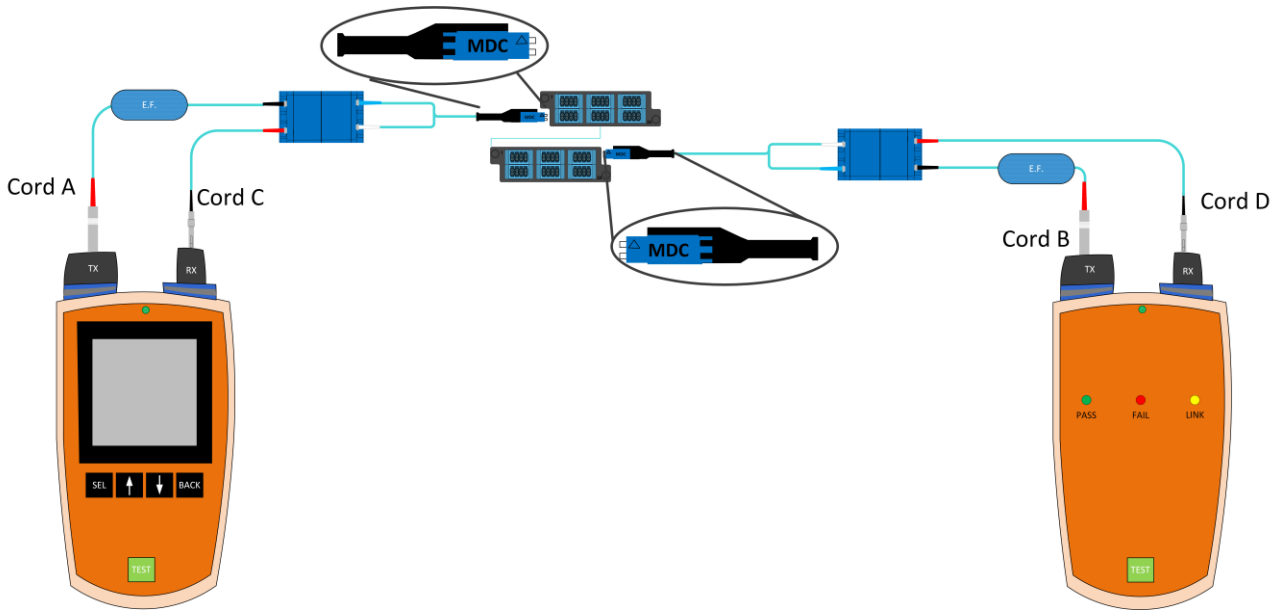

Figure 7
Step 5: The tester is now set to give the most accurate readings available for this connector. Disconnect the MDC to MDC mate and plug each of those MDC connectors into their respective end as shown in figure 7, test, and save per device procedures. It may be necessary to perform a polarity reversal on the MDC end of Breakout B to achieve the correct polarity.